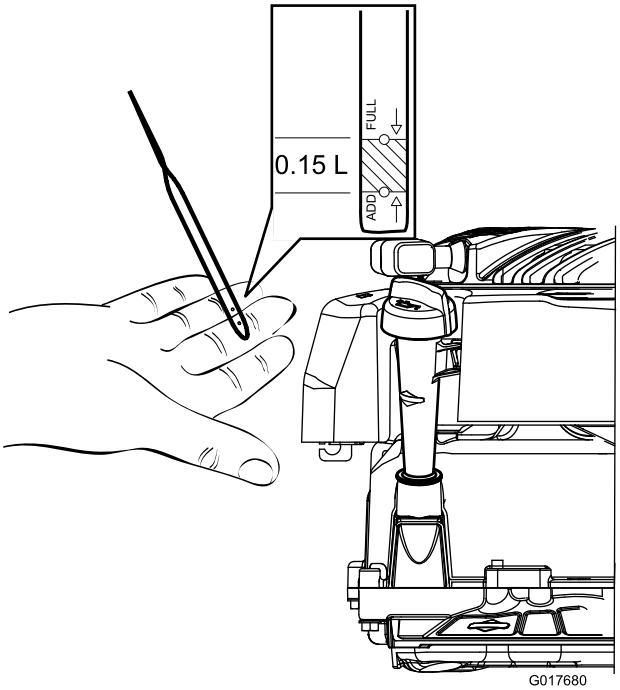

Рисунок 10
2. Выньте щуп и проверьте уровень масла (Рисунок 10). Если уровень масла ниже отметки Add (Долить) на масломерном щупе, медленно заливайте масло в маслозаливной патрубок, чтобы поднять уровень масла до метки Full (Заполнено) на масломерном щупе. Подождите 3 минуты после добавления масла, затем проверьте уровень масла по щупу (макс. заполнение: 20 унций. (0,59 л), тип: автомобильное моющее масло классификации по API 30: SF, SG, SH, SJ, SL и выше).